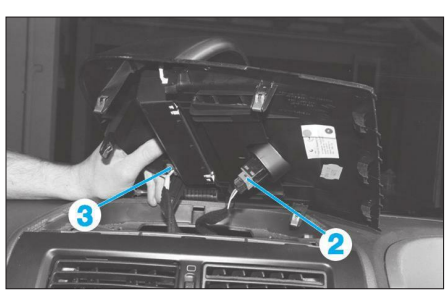

**Fig. 16**
• Débrancher les connecteurs des feux de détresse (2) et de l'écran multifonction (3) **(Fig.16)**.